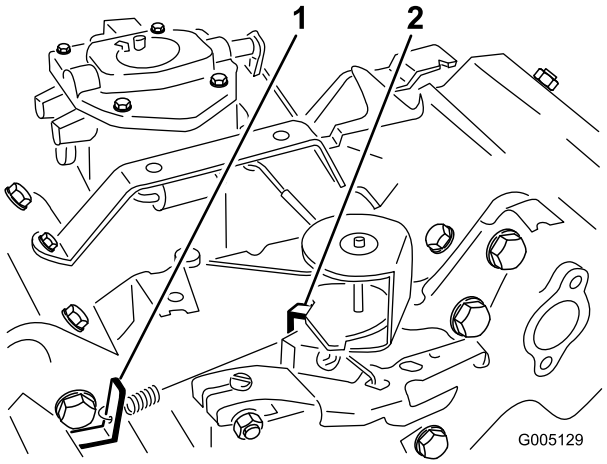

Figur 47
3. Bøy ankerspissens blindfjær (Figur 47) for å oppnå en hastighet på 1650 ± 100 o/min. Kontroller hastigheten med en turteller.
5. Sett gasspaken i hurtig-stillingen. Bøy ankerspissen for høyhastighetsfjæren (Figur 47)for å oppnå en topphastighet på 2850 ± 50 o/min.